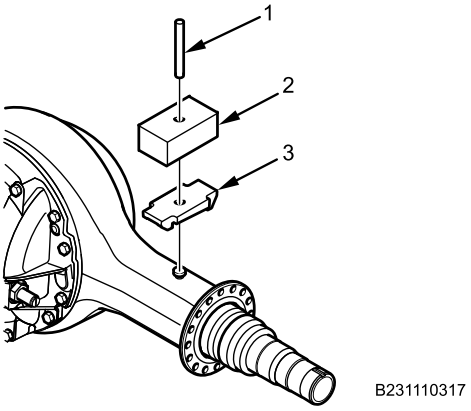

Figure 23. Wedge.
9. Install wedge (Figure 23, Item 3) on wedge guide pin.
10. Install pin (Figure 23, Item 1) on wedge (Figure 23, Item 3).
11. Install block (Figure 23, Item 2) on pin (Figure 23, Item 1) and wedge (Figure 23, Item 3).